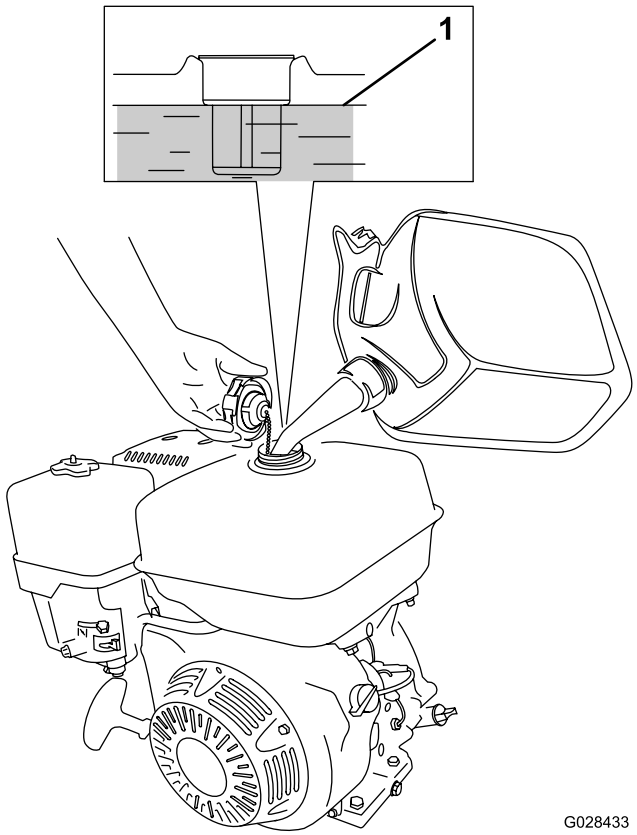

Figuur 23
1. Reinig de omgeving van de tankdop en verwijder de dop (Figuur 23). Gebruik ongelode benzine (octaangetal van 87 of hoger) om de tank te vullen. Vul niet hoger dan ongeveer 25 mm tot de bovenkant van de tank om ruimte te laten voor de expansie van de brandstof.